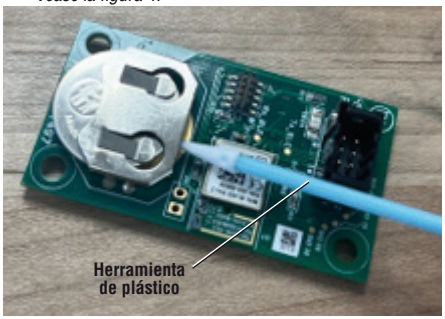

**Figura 4 – Extracción de la batería de la placa**
4. Retire la pila de botón (CR2032) de la placa de LED con una herramienta de plástico no conductora. Instale una pila de botón nueva (CR2032) con el polo positivo hacia arriba. Deseche correctamente la pila usada. *Véase la figura 4.*